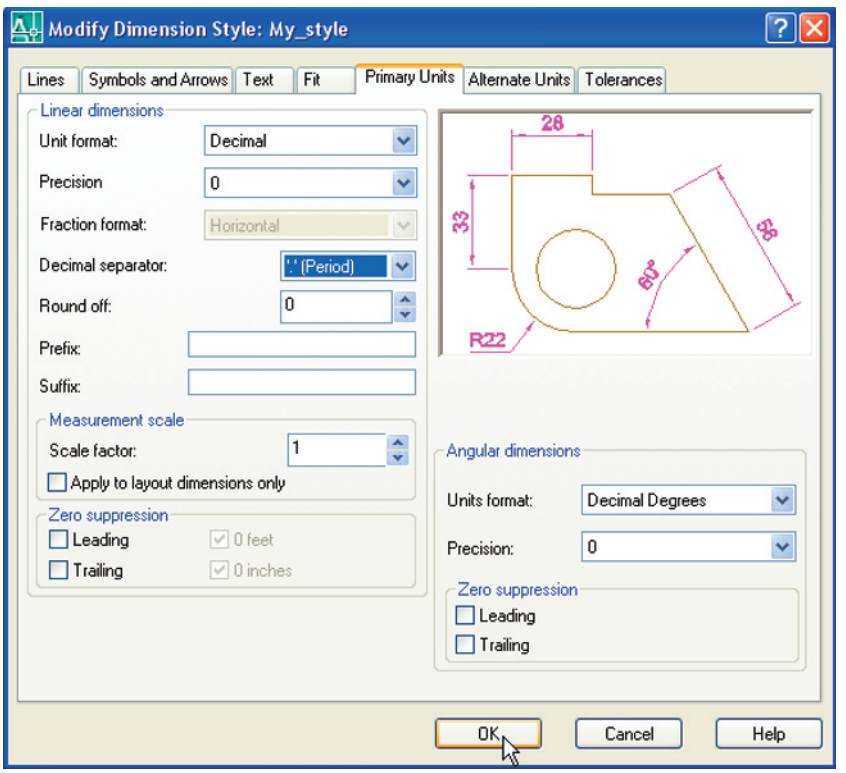
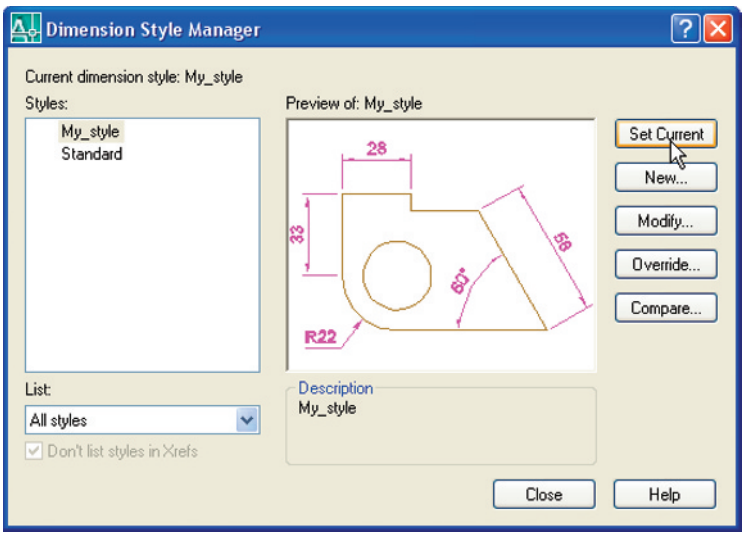

Fig. 4.13 Setting units in the **Primary Units** sub-dialog
Fig. 4.14 *Click* the **Set Current** button
6. Then *click* the **Primary Units** tab and set the units **Precision** in both **Linear** and **Angular Dimensions** to **0**, that is no units after decimal point. *Click* the sub-dialog's **OK** button (Fig. 4.13). The **Dimension Style Manager** dialog reappears showing dimensions, as they will appear in a drawing, in the **Preview of: My_style** box. *Click* the **Set Current** button (Fig. 4.14), followed by another *click* on the **Close** button.